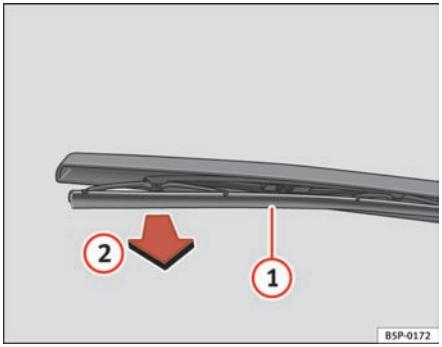

Fig. 150 Changing the rear window wiper blade
– Lift the wiper arm away from the glass ⇒ fig. 150.
– Unclip the wiper blade (1) and pull (2) ⇒ fig. 150.